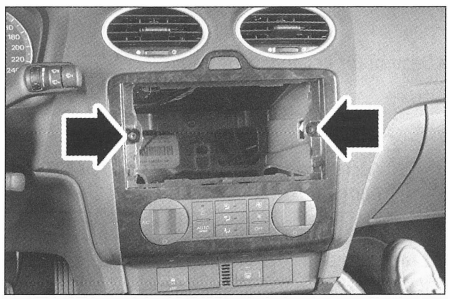

FIG. 36
- los dos tornillos **(fig. 36)**.